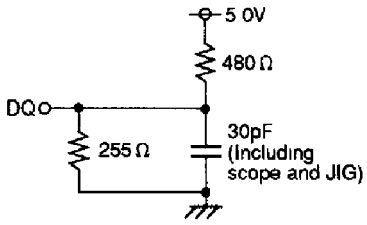
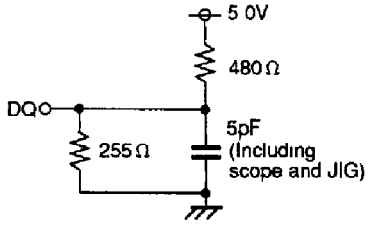

Fig.1 Output load
Fig.2 Output load for ten, tdis
Output loads ····· Fig1,Fig2
3. Transition is measured ±500mV from steady state voltage with specified loading in Figure2.